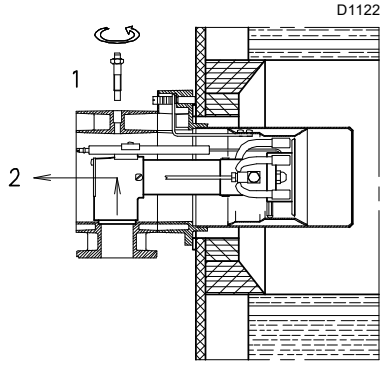

Afb. 15
- Verwijder de schroef 1) en trek het interne deel 2) uit (Afb. 15).